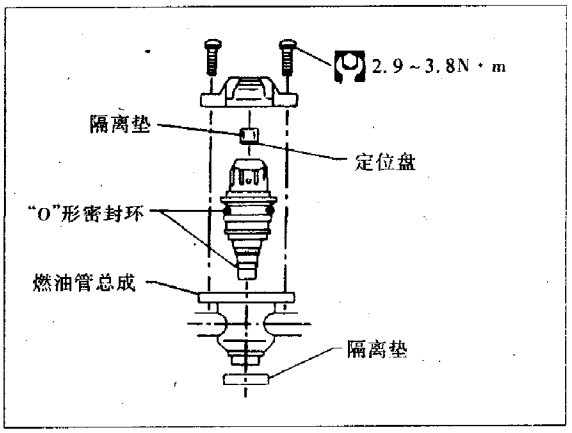

图 4－5－6
(10) 在进气歧管上安装带喷油嘴的燃油管总成。按图 4－5－7 中数字顺序拧紧所有螺栓：
(11) 安装与燃油总管相连的连接软管。
(12) 重新安装其余部件。